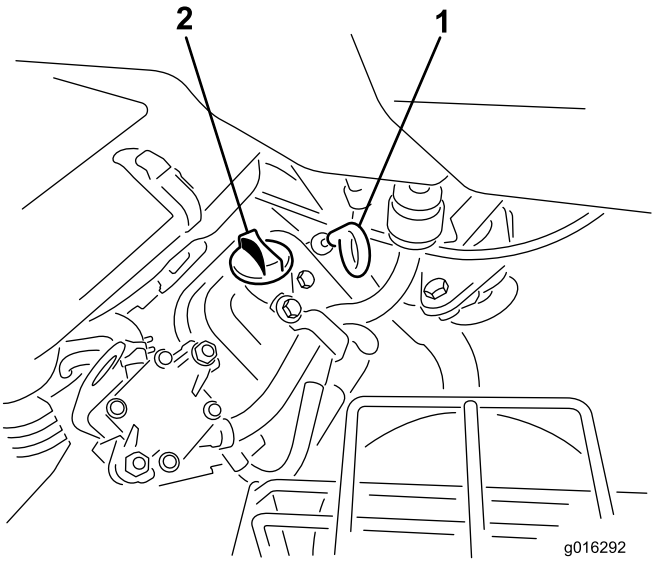

Figur 28
2. Ta ut peilestaven, og tørk av den med en ren fille. Sett peilestaven inn i røret, og pass på at den når helt ned (Figur 28).